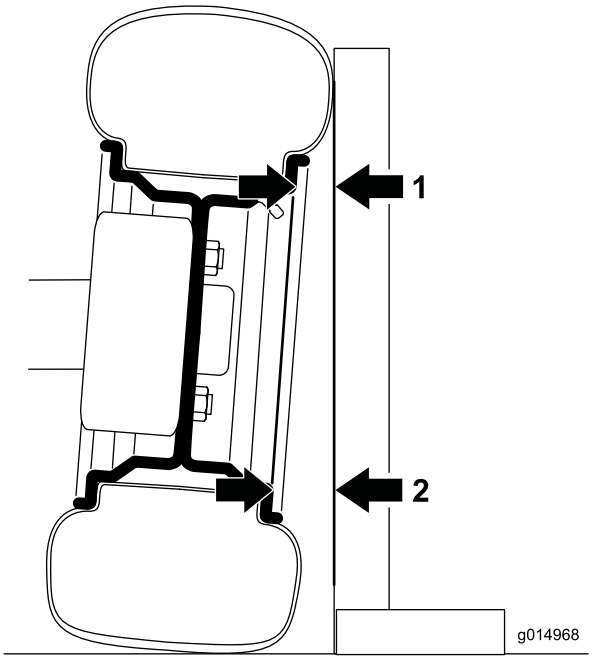

Figuur 51
1. Om de vlucht te meten, plaatst u een rechte hoek op de grond met de verticale zijde tegen het oppervlak van de band (Figuur 51).
2. Meet van dezelfde plaats van de velg boven- en onderaan de band tot de lat (Figuur 51).